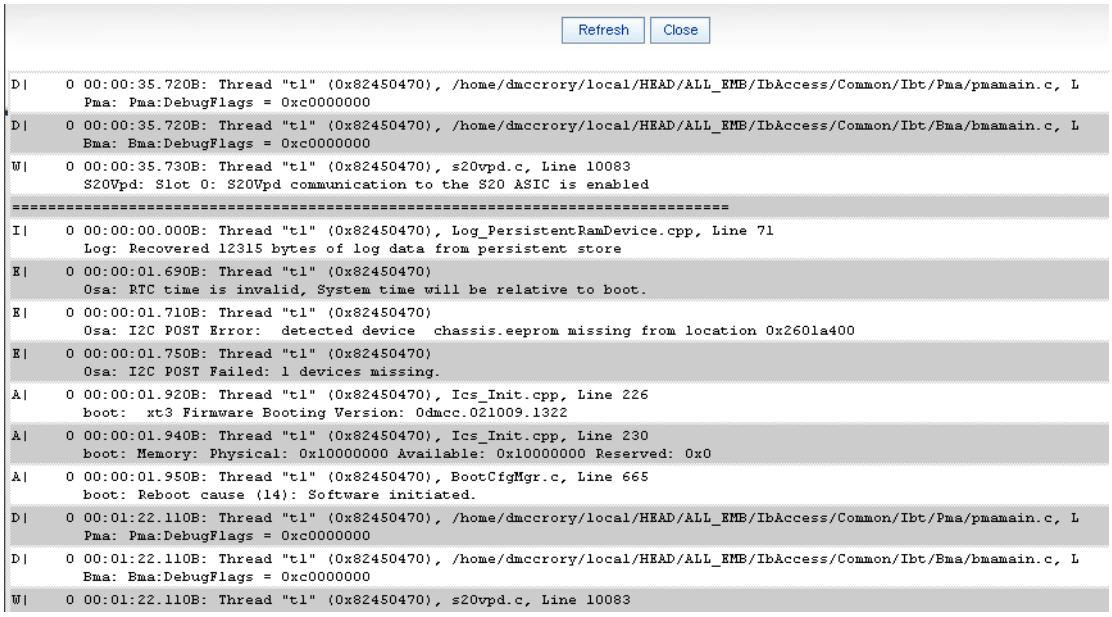

Figure 11 Log Messages Window
1. To view log messages, from the Details Header, click **View Log**. The **Log Information** window is displayed (Figure 11).